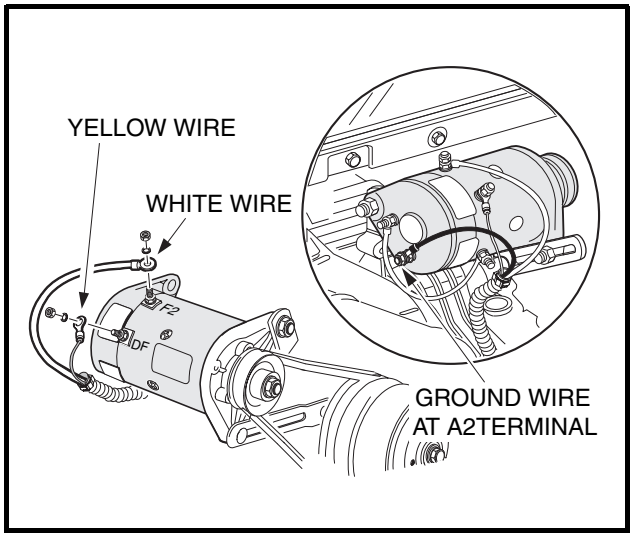

Figure 16-16 Generator Wires
4.8. Mark for identification and then disconnect the 6-gauge white wire (F2 post), 6-gauge black ground wire (A2 post), and 16-gauge yellow wire (DF post) from starter/generator **(Figure 16-16, Page 16-9)**.